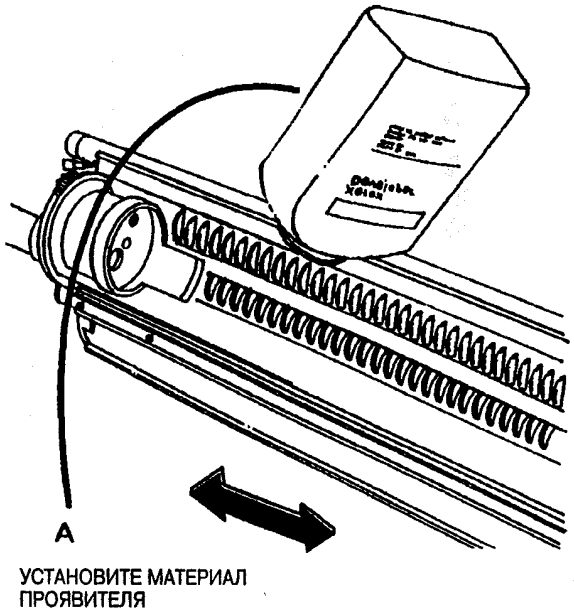

Рис. 8. Установите материал проявителя
6. (Рис. 8): Установите материал проявителя и занесите в журнал машины номер порции.